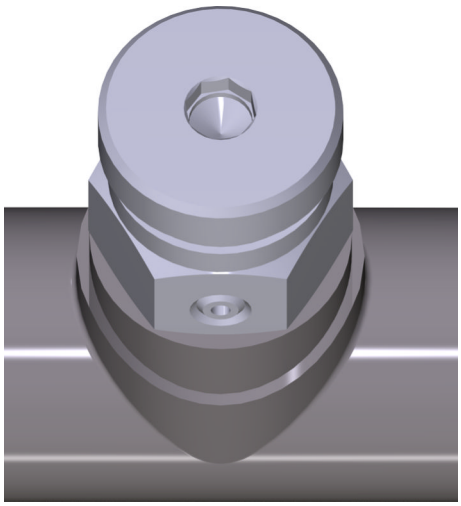

Rys. 35: Odkręcenie zaworu
2. *Zawór (Rys. 35) służy do odpowietrzania podczas opróżniania stacji.*